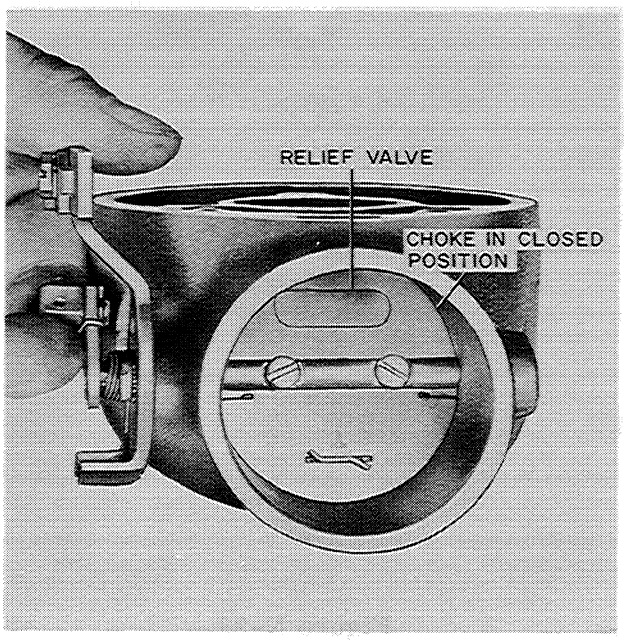

Figure N-36
3. Install the choke valve so the relief valve faces down and faces the inside of the carburetor when the choke is closed, Figure N-36.